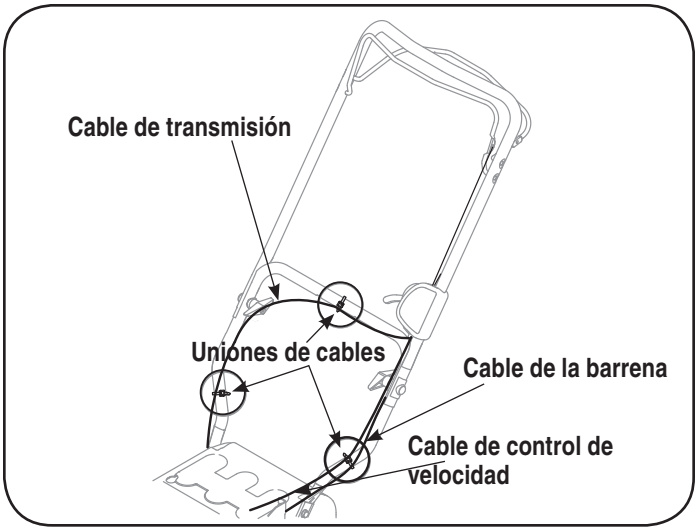

Figura 4
NOTE: el cable de taladro y la ruta de cable de control de velocidad abajo el izquierdo más abajo se manejan de la caja de control de velocidad. El cable de paseo es derrotado a través de la cumbre del mango inferior y finalmente abajo el mango derecho inferior. Ver la Figura 4.
7. Tres lazos de cable han sido usados sueltamente para atar los cables de control al mango inferior, incluso el cable le atan trasladado en el paso 3. Los lazos de cable de posición ahora, como en la Figura 4, y se aprietan para asegurar cables al mango inferior. Neto de material de exceso de lazos de cable.